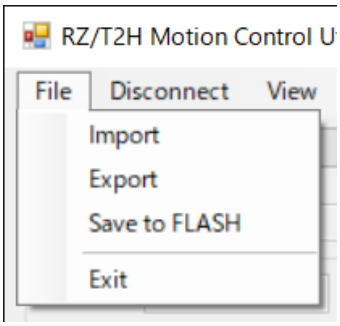

Figure 4-3 "File" Menu
(9) Select "Import" from the "File" menu (Figure 4-3) to import the unzipped Motor Parameter (./default.mtr).
(10) Select "Save to FLASH" from the "File" menu (Figure 4-3) to save the imported Motor Parameter to the serial flash memory.
(20) Select "Exit" from the "File" menu (Figure 4-3) or press the "Close" button to close the RZ/T2H Motion Control Utility.